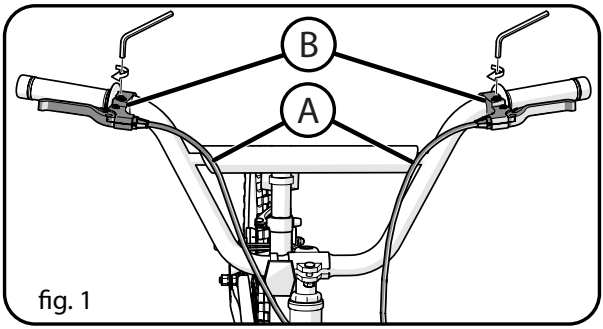

fig. 1
- Gire las palancas del freno Ⓑ hasta que queden en una posición cómoda para conducir y apriételas firmemente. (**fig. 1**).